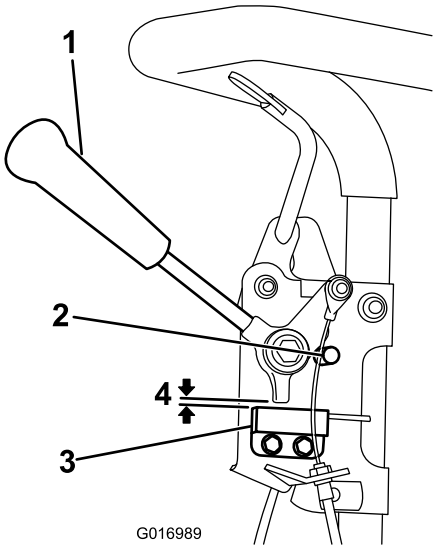

Figuur 30
1. Controleer of de motor is afgezet, de tractiebediening is uitgeschakeld en de tractiehendel tegen de aanslag van de neutraalstand aanzit Figuur 30).
2. Maak de bevestigingen van de interlockschakelaar los (Figuur 30).
3. Plaats een afstandsring met een dikte van 0,08 cm tussen de tractiehendel en de interlockschakelaar (Figuur 30).